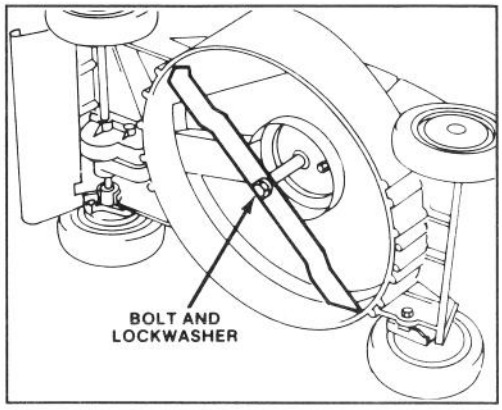

Figure 18
3. Tip mower on its left side (Fig. 18). Avoid rotating blade because starting problems may result.
5. REMOVING BLADE—Grasp end of blade using a rag or thickly padded glove. Remove blade bolt, lockwasher, and blade (Fig. 18).